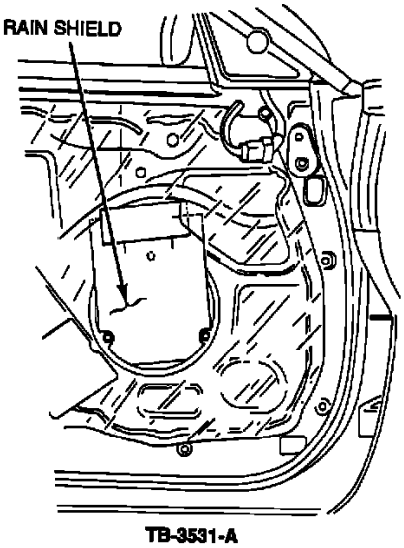

Figure 2
7. Install the bottom edge of the rain shield through the speaker hole in the door. Temporarily hold the rain shield by sticking plastic tape to the door, just above the speaker opening, as shown in Figure 2.
8. Replace the old speakers with new units (F32Z-18808-D), installing the two (2) bottom screws first in order to locate the top screw hole.